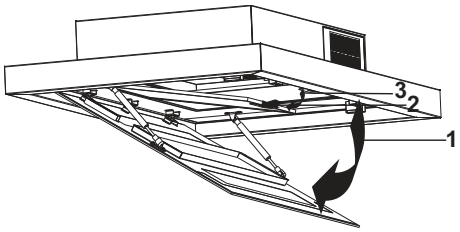

Abb. 16
1. Öffnen Sie die Randabsaugungsplatte (Abb. 16/1).
3. Entriegeln Sie den Metallfettfilter (Abb. 16/2) und sichern Sie ihn mit der anderen Hand gegen Herunterfallen.
4. Kippen Sie den Metallfettfilter nach vorne und nehmen Sie ihn heraus (Abb. 16/3).